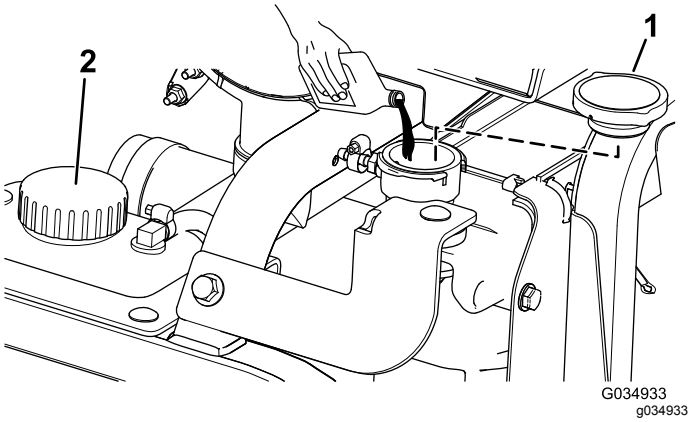

Figur 112
5. Fyll på kylaren med kylvätska tills kylvätskenivån är i jämnhöjd med påfyllningsöppningens kant (Figur 112).